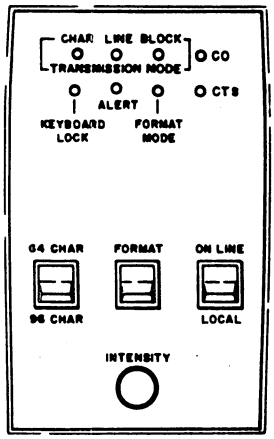

Figure 6E-35. INTENSITY Control
2. Remove the indicator panel on which the control is mounted (figure 6E-35) by inserting fingers between the panel and bezel (procedure E10). Carefully pry out the